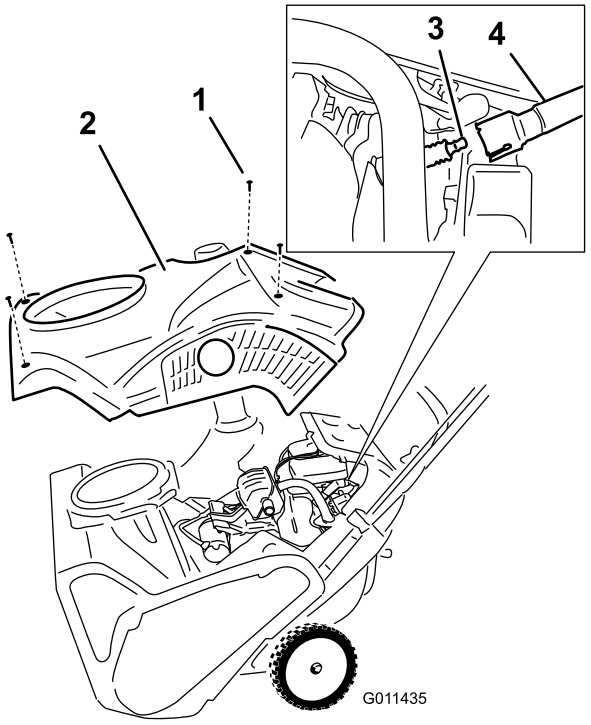

Рисунок 34
4. Снимите 4 винта, которые крепят кожух (Рисунок 34).
1. Винты (4)
6. Извлеките масломерный щуп (Рисунок 34).